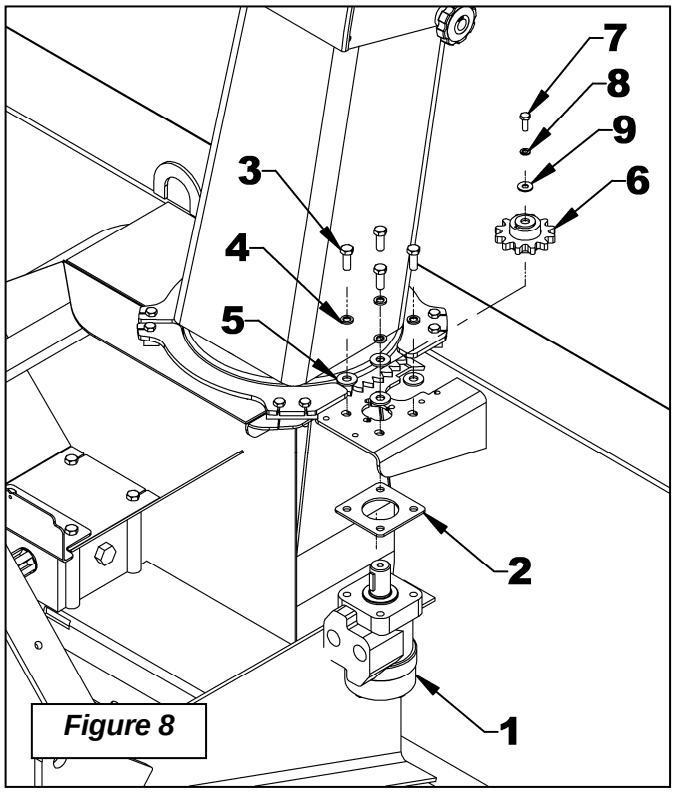

*Figure 8*
***(Figures 8 to 12)***
2. **Figure 8:** Place the motor spacer (item 2) on the motor top (item 1) by aligning the holes. Install the motor (item 1) under the frame base of the snowblower and secure with four 3/8''NC x 1'' bolts (item 3), four 3/8" lockwashers (item 4) and four 3/8" (7/16" hole) flat washers (item 5). Torque slightly.
3. **Figure 8:** Make sure the Woodruf key is on the motor shaft and insert the motor gear (item 6) on the shaft. Secure with a 1/4''NC x 3/4" bolt (item 7), a 1/4" lockwasher (item 8) and a 1/4" (5/16" hole) flat washer (item 9).